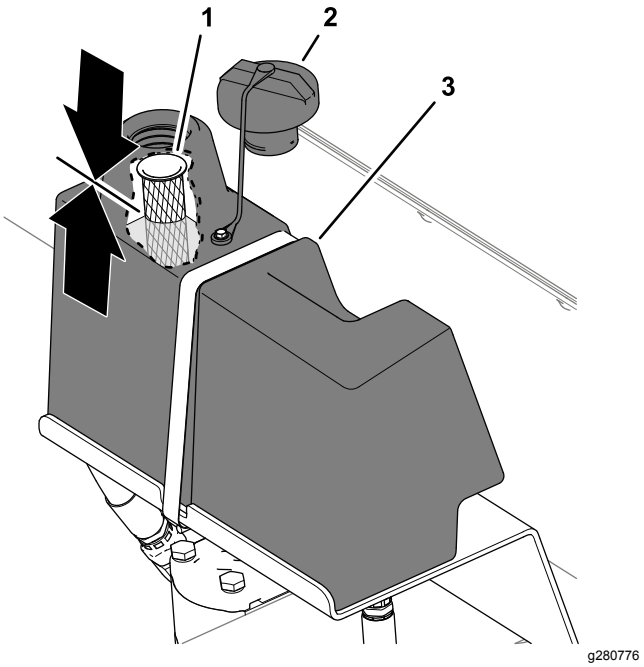

Figuur 35
2. Reinig de omgeving van de vulbuis en de dop van het hydraulische reservoir, en verwijder de dop (Figuur 35).
De vloeistof moet tot halverwege het rooster in de vulbuis reiken (Figuur 35).
5. Plaats de dop van het hydraulische reservoir (Figuur 35).
5. Reinig de omgeving van de vulbuis en de dop van het hydraulische reservoir, en verwijder de dop; zie Figuur 35 in Het peil van de hydraulische vloeistof controleren (bladz. 28).
8. Breng de dop van het hydraulische reservoir aan; zie Figuur 35 in Het peil van de hydraulische vloeistof controleren (bladz. 28).